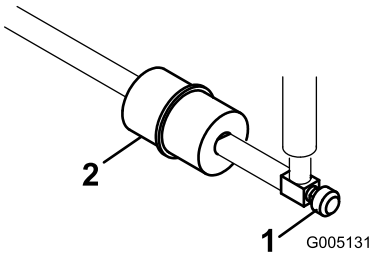

Figuur 46
Er bevindt zich een leidingfilter in de brandstofleiding tussen de brandstoftank en de carburateur (Figuur 46). Let erop dat het peil op het filter van de brandstoftank af wijst.
1. Sluit de brandstofklep, maak de slangklem op het filter aan de kant van de carburateur los en verwijder de brandstofslang van het filter (Figuur 46).
2. Plaats een opvangbak onder het filter, maak de andere slangklem los en verwijder het filter (Figuur 46).